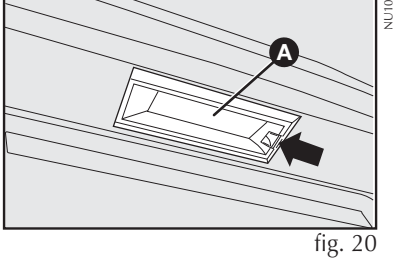

fig. 20
LUZ DE PLACA - fig. 20
1) retirar o refletor **A-fig. 20** atuando na trava indicada pela seta.